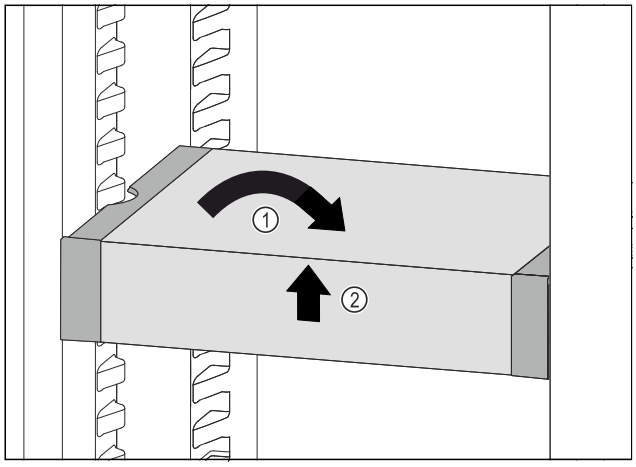

Fig. 85
▶ Poziționați drept VarioSafe. *Fig. 85 (1)*
▶ Ridicați în față VarioSafe. *Fig. 85 (2)*